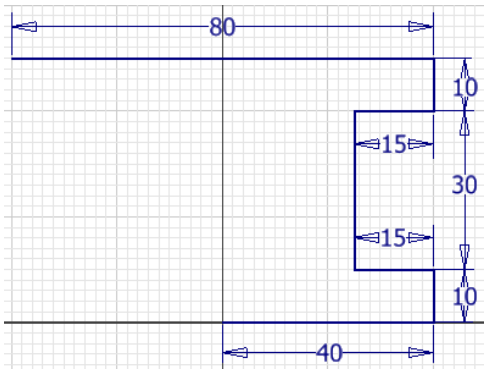

Figure 2-99(d) *Dimensioning the sketch*
7. Draw the remaining lines, as shown in Figure 2-99(e).